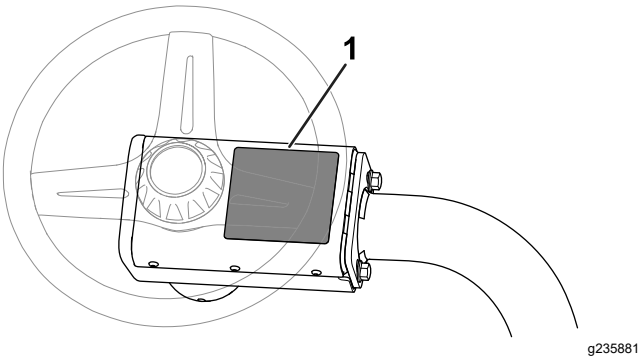

**Figur 9**
- Sæt CE-advarselsmærkaten (Delnr. 136-8505) oven på den eksisterende advarselsmærkat (Delnr. 136-8506). Figur 9 viser advarselsmærkatens placering.